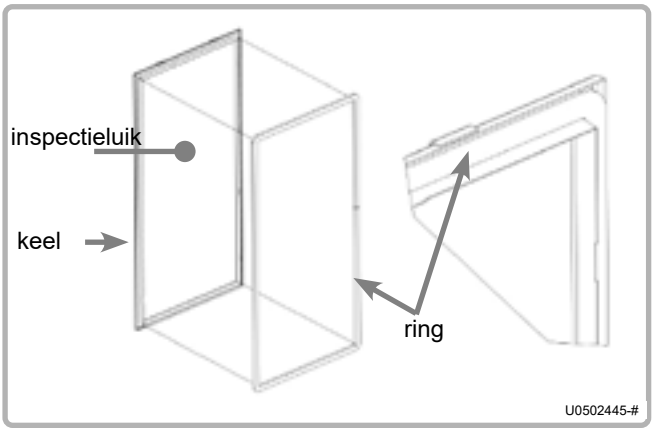

figuur 47 - Vervangen van deurdichtingsringen
- Verwijder de dichtingen uit hun keel en vervangen deze door nieuwe dichtingen uit de onderhoudskit (zie figuur 47).
- Positioneer de spanflens (de gegraveerde tekst "UP" moet zichtbaar zijn en de onderste schroef moet op de achterste as van de verwarmingsketel zitten - zie figuur 47).
- Druk naar beneden en draai het gereedschap tegen de klok mee om de gasbuis te vergrendelen (zie figuur 47).